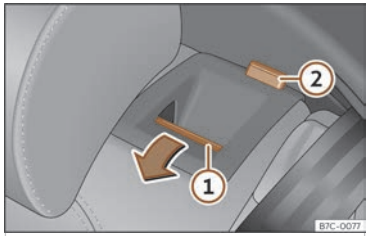

**Fig. 88** Rear seat: folding down the backrest.
- Press the unlock button >>> Fig. 88 ① forwards and at the same time fold the backrest down. The rear seat backrest is not engaged when the red marking of the button ② is visible.